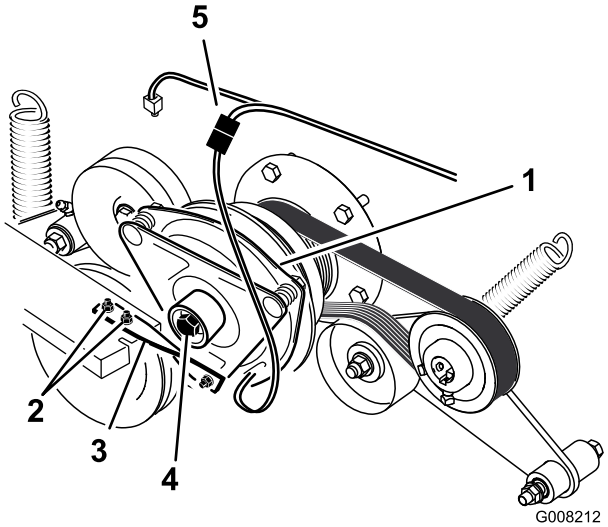

**Figuur 55**
6. Maak de stekker voor de elektrische aansluiting van de koppeling los (Figuur 55).
7. Verwijder de twee bouten waarmee de rubberen band van de koppeling is bevestigd aan het frame van de maaier (Figuur 55).
8. Verwijder de middelste bout waarmee de koppeling is bevestigd aan de uitgaande as van de motor en verwijder de koppeling en de spie (Figuur 55).
15. Houd de krukas op de achterkant van de machine, monteer de middelste bout en zet deze vast met een torsie van 68 Nm (Figuur 55).
16. Monteer de rubberen band van de koppeling op het frame van de maaier met de twee bouten en moeren die u eerder hebt verwijderd (Figuur 55).
18. Sluit de stekker voor de elektrische aansluiting van de koppeling aan (Figuur 55).